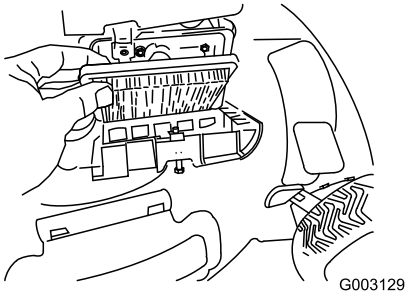

Figur 33
4. Sett på dekslet igjen (Figur 33).